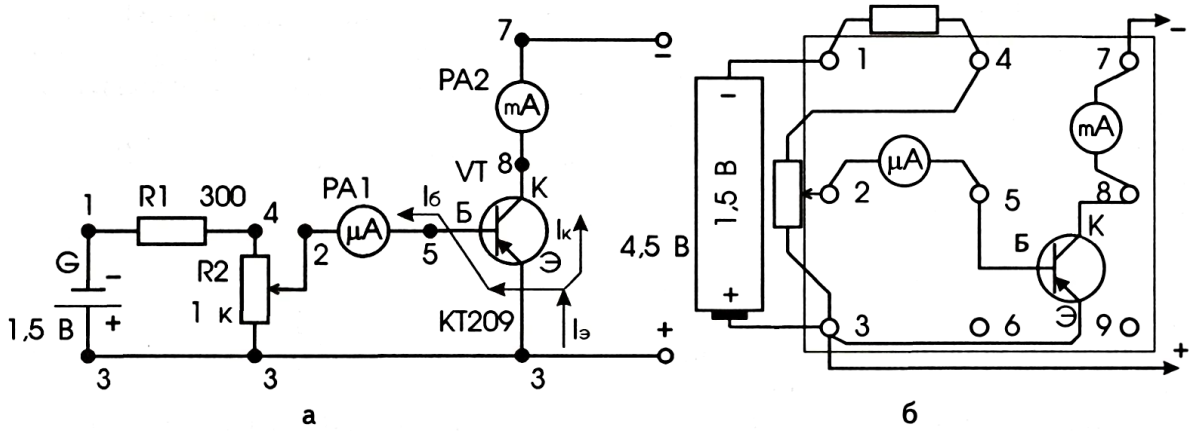

Рис. 2
1. Соберите электрическую схему по рис. 2.